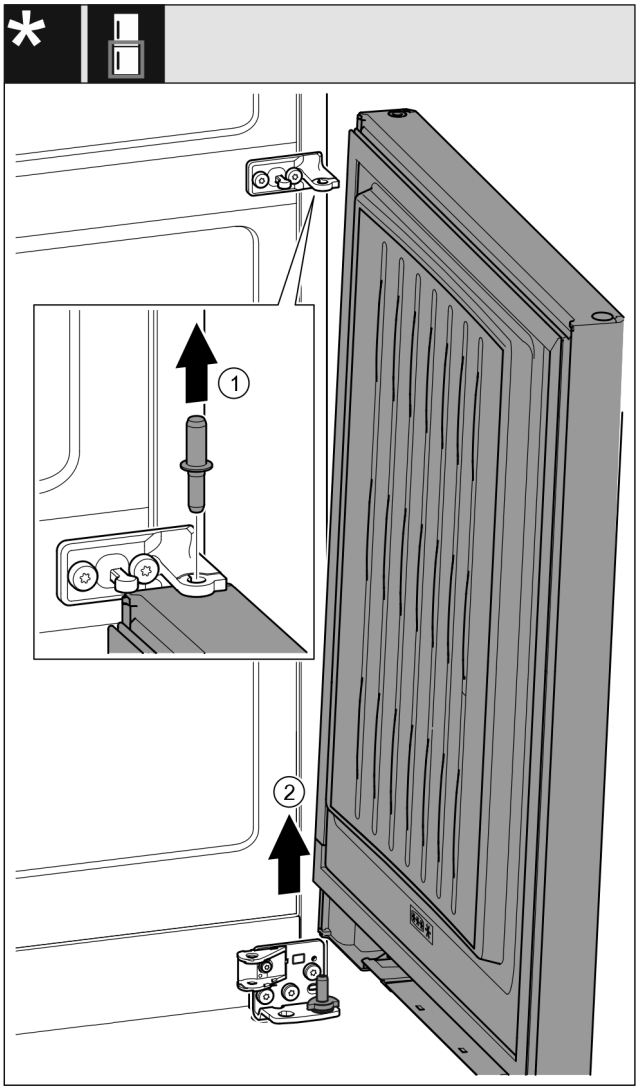

Fig. 18 With closing damper*
▶ Pull out the bolt *Fig. 18 (1)* upwards.*
▶ Swing out the door *Fig. 18 (2)*, pull it upwards and set it aside.*